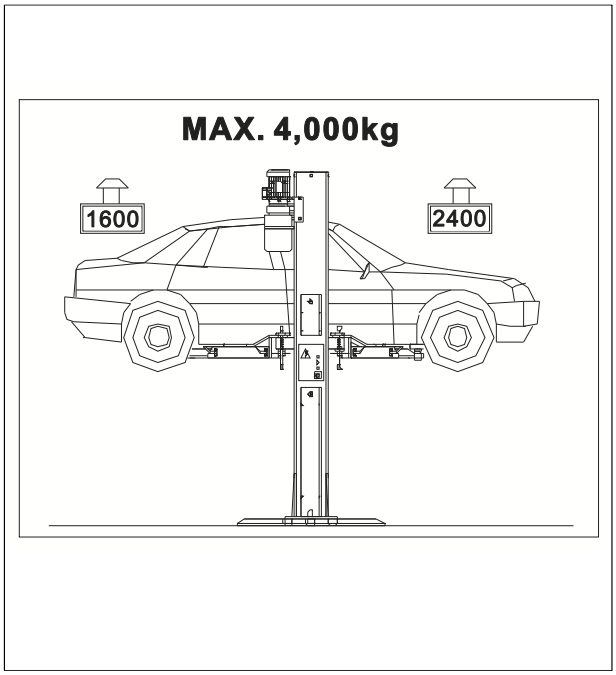

Fig. 7 Distribuzione del peso
• Vengano sollevati soltanto i veicoli consentiti (Fig. 6 e Fig. 7), senza superare la portata nominale e i limiti dimensionali.